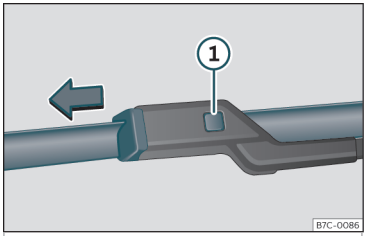

Fig. 38 Înlocuirea lamelor ștergătoarelor de parbriz
• Mențineți apăsat butonul de deblocare ››› **fig. 38** ① și trageți ușor de lamă în sensul săgeții.